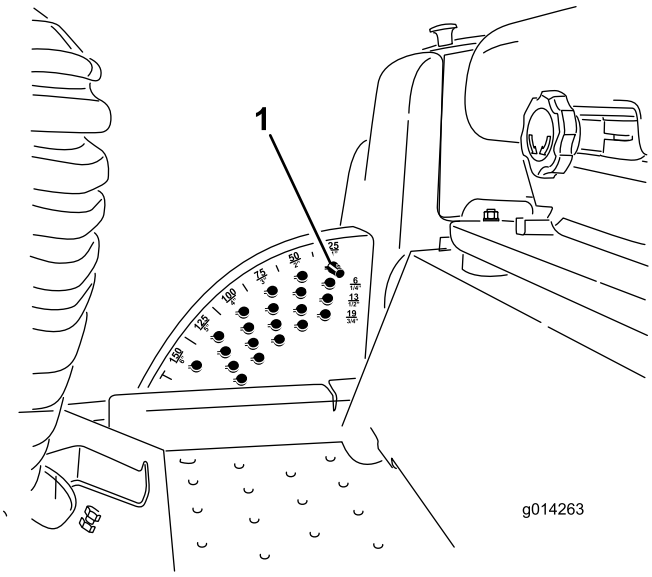

Figur 2
3. Lägg märke till var klipphöjdspinnen sitter placerad i klipphöjdsfästet så att du kan sätta tillbaka den på samma plats senare (Figur 2). Ta ut klipphöjdspinnen ur klipphöjdsfästet.